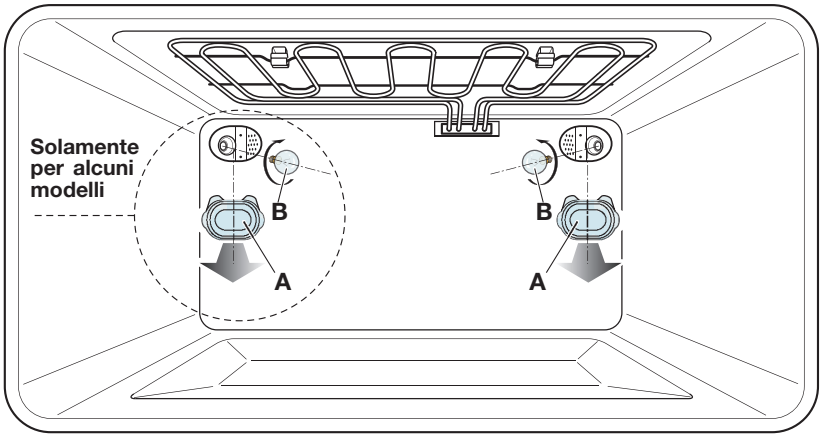

Fig. 9.9a
- Svitare la calotta protettiva **A** (fig. 9.9a - 9.9b).